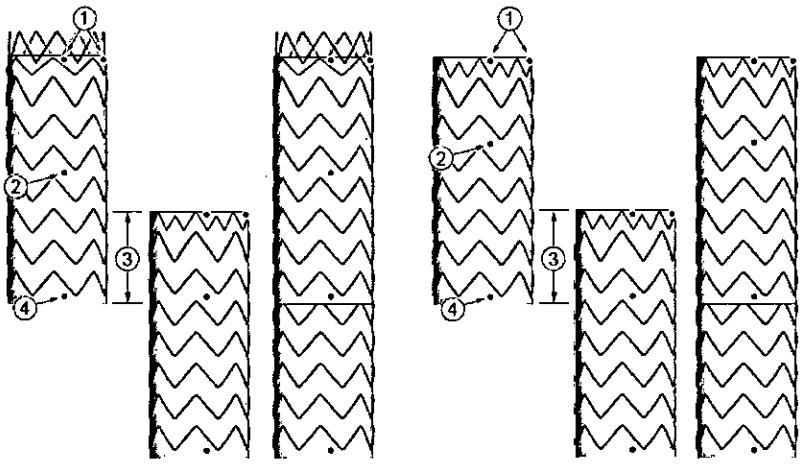
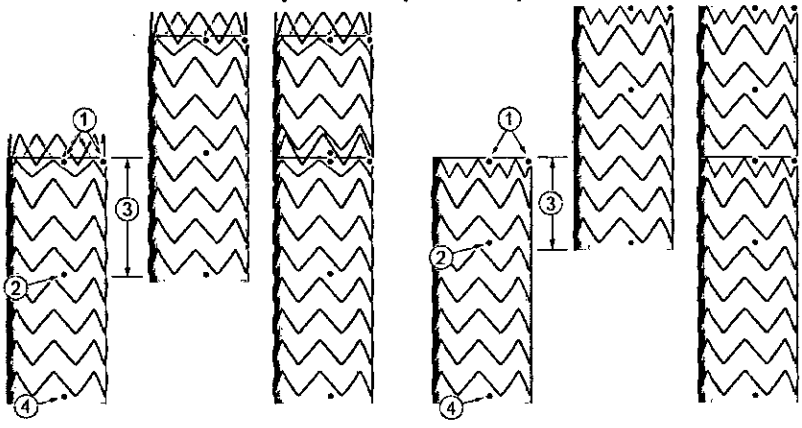

Figura 12. Alineamiento de las secciones adicionales (primera endoprótesis situada en posición proximal)
Figura 13. Alineamiento de las secciones adicionales (primera endoprótesis situada en posición distal)
4. Consulte la sección "Confirmación de la posición de la endoprótesis". Compruebe radiográficamente que la marca distal de la endoprótesis proximal está alineada con la marca media (entre los stents tercero y cuarto cubiertos) de la endoprótesis distal para conseguir la distancia mínima de solapamiento, excepto cuando se utilice una endoprótesis menor de 90 mm de longitud. Consulte la Figura 6, la Figura 12 y la Figura 13. Además, compruebe que las marcas de la endoprótesis adicional indican que los extremos proximal y distal de la endoprótesis cubierta se encuentran en las posiciones deseadas.